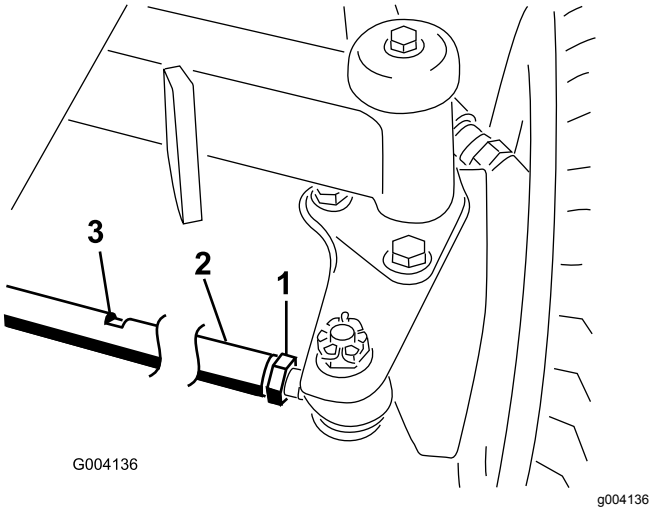

**Figur 83**
2. Lossa kontramuttern i båda ändar av dragstången (Figur 83).